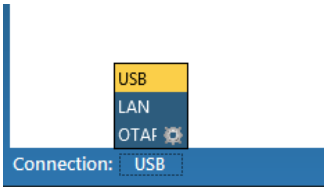

Figure 6: Selecting the USB connection for programming
2. Launch TRBOnet Swift CPS on your computer. In the main window, select **USB** as the programming interface (Figure 6, page 15).
1. Launch TRBOnet Swift CPS. In the main window's bottom bar, select **USB** as an interface for device programming (Figure 6). Connect the programming cable to a USB port of your computer.
1. Launch TRBOnet Swift CPS. In the main window, select **USB** as an interface for device programming at the bottom (Figure 6, page 15). Connect the programming cable to the USB type B port of the A100 gateway and to a USB port of your computer.